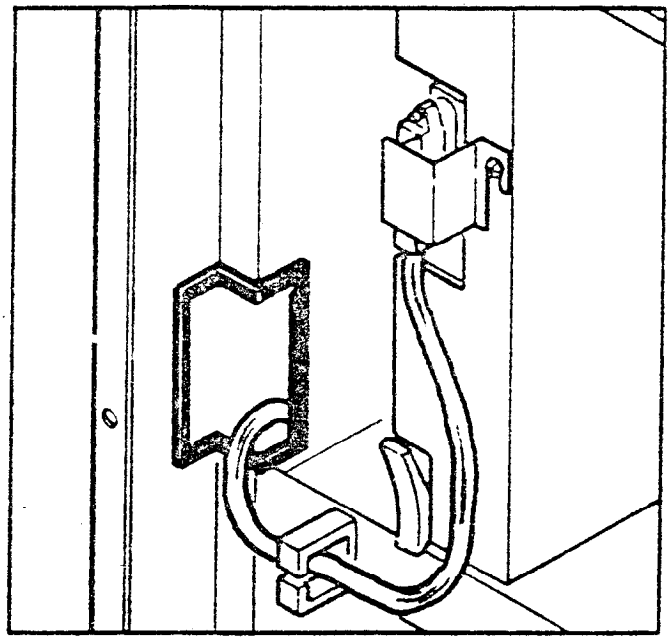

FIGURE 13 — HKSU
06.02 A 25-pair, male-amphenol-ended cable is connected directly to the front of each HSTU and fastened with the provided metal bracket (Figure 13).
06.03 Secure the cables to the bottom of the HKSU shelf with the provided plastic cable clamps. Route the cables into the slots on either side of the HKSU and out the bottom as shown in Figure 13